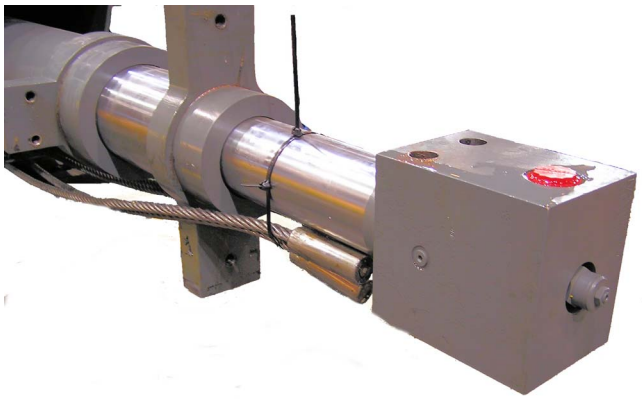

FIGURA 4-48
5. Para ayudar a la instalación de la sección de extremo en la sección central exterior, aplique lubricante a las superficies de contacto de la almohadilla de desgaste en la sección de extremo y fije los cables de extensión al cilindro telescópico. (Figura 4-48)
a. Gire el bloque de lumbreras como se muestra en la Figura 4-48.